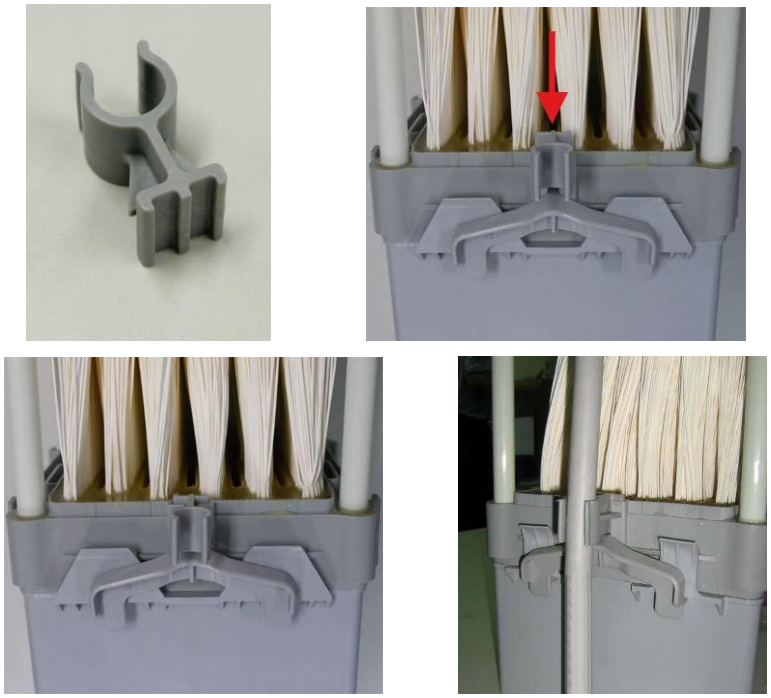

Figura 9: **In alto a sinistra:** Fascetta inferiore della tubazione aria ai moduli.
24. Installare una fascetta della tubazione aria ai moduli (matricola: 118178) su ogni modulo. Far scorrere questa fascetta nell'apposita fessura posizionata sulla parte inferiore della sezione del modulo. (Vedere Figura 9).